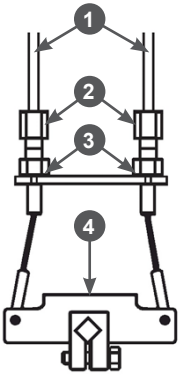

Рис. 25 Тросы механизма переключения передач
1. Ослабьте затяжку контргаек 3 регулировочных винтов тросов 2 (Рис. 25).